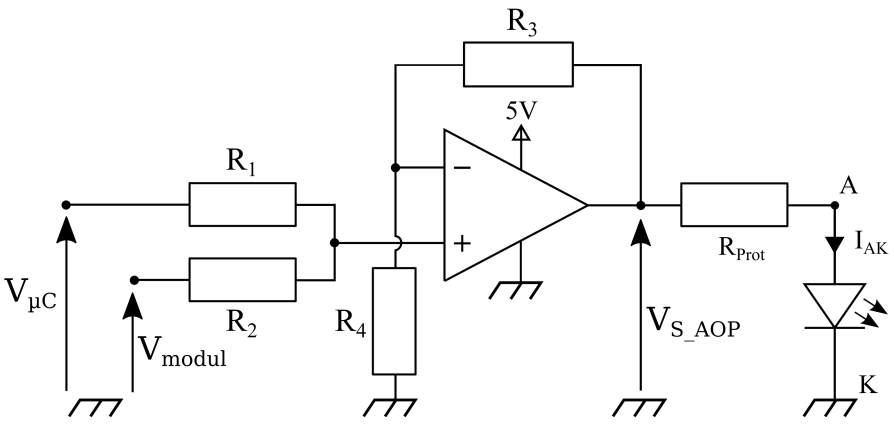

Figure 12.3 : *Circuit de modulation de la LED infrarouge*
Dans un second temps, nous considérons le circuit de modulation présenté en Figure 12.3, le signal $V_{\mu C}$ *provient d'une sortie numérique d'un micro-controleur de telle sorte à inhiber ou autoriser la modulation par un 0 ou 1 logique. Le signal* V_{modul} *est un signal* ***analogique symétrique*** *d'amplitude* ***0,5 V*** *contenant l'information à transmettre par voie optique. La sortie de l'AOP pilote la LED Infrarouge.*
- Sans calcul, identifier le type de montage utilisé dans la figure 12.3.